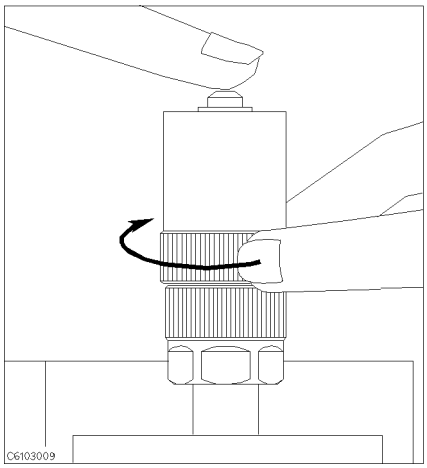

Figure 4-7.
5. Connect the 0 S termination to the APC-7® connector as shown in Figure 4-7.